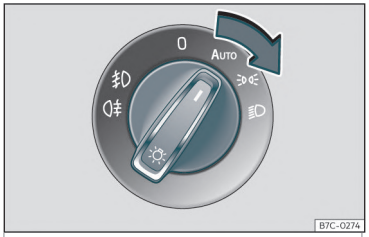

Fig. 92 Planșa de bord: comutatorul de lumini.
• Rotiți comutatorul în poziția dorită››› **fig. 92**.